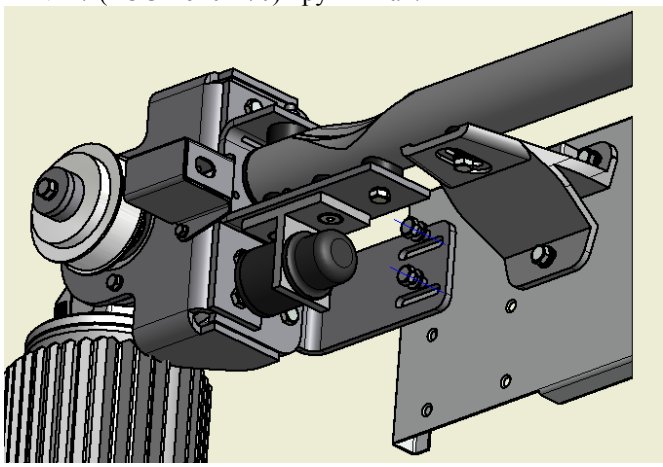

Рис.3
2.5. Закрепить ведущую станцию к поперечине (Рис.3) при помощи следующего крепежа: